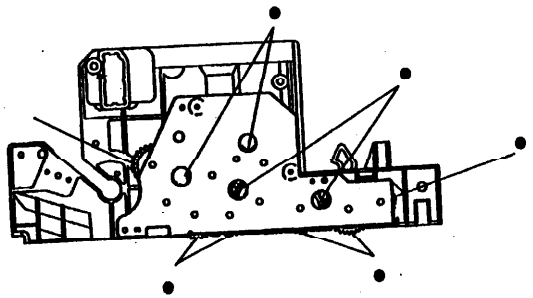

Рис. 5. Задняя рама
10. Смажьте шестерни привода на задней раме силиконовой смазкой, номер по каталогу 070P00027 (Рис. 5).